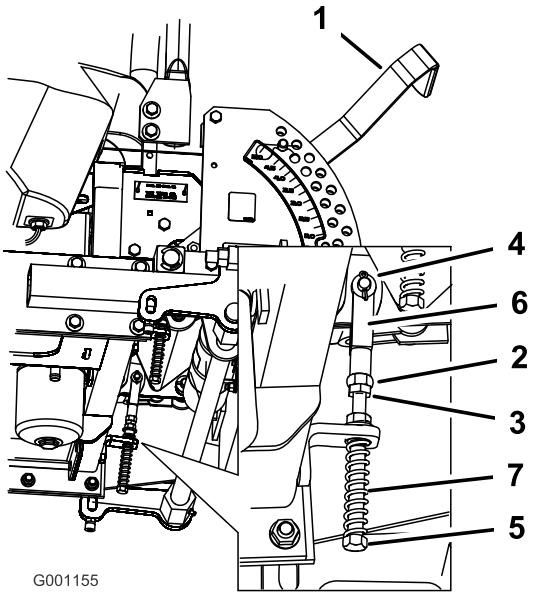

**Figuur 77**
8. Als de hendel moet worden afgesteld, draait u de moer en de contramoer tegen de gaffel los (Figuur 77).
9. Oefen een lichte achterwaartse druk uit op de rijhendel, draai de kop van de stelbout in de juiste richting totdat de hendel in de vergrendelde neutraalstand is gecentreerd (Figuur 77).
10. Draai de moer en de contramoer vast (Figuur 77).